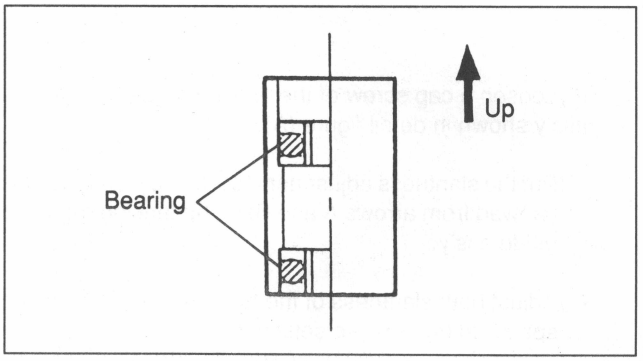

Fig.7-10-5 Guide Roller Ass'y Directional
Note: As shown in Fig. 7-10-5, the guide roller ass'y has a directional characteristic. The ball bearing set to the inner portion is placed upward.
(1) Rotate a manual crank an a loading drive gear ass'y clockwise and put the loading ring ass'y into the threading end state.
(2) Clean the installation surface of a standard plate tool (DM-583) and base plate and the measurement surface of a Tension regulator slantness adjustment tool with cloth moistened with cleaning fluid.
(3) Install the reference plate tool as shown in Fig. 7-10-5.
(4) Put the Tension regulator slantness adjustment tool of the tension regulator on the standard plate tool.
(5) As shown in detail figures (B) and (C), put the adjustment tool to the tension guide and check slantness. If the specification is not satisfied, perform the steps (6) through (8).